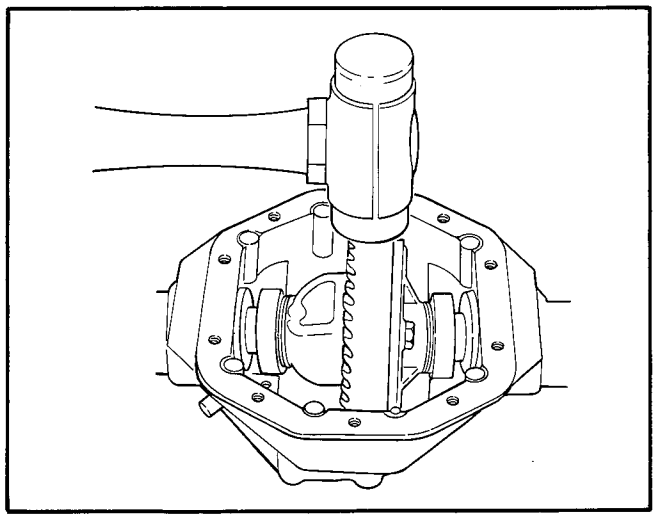

Figure 32 - Installing Differential Assembly
k. Install pinion shaft (21) along with bearing (22), spacer (23), and shims (24) into housing.
l. Install bearing (25), oil slinger (20), oil seal (34), pinion yoke (35), washer (36), and pinion nut (19) on pinion shaft. Tighten pinion nut to 50-75 ft.-lbs. (6.9-10.3 kgm) torque aligning cotter pin hole and nut. Use a 1-1/4 inch offset box wrench to hold the pinion nut and a spline socket to turn pinion shaft.
m. Pinion preload is checked with in.-lbs. torque wrench. Turning torque of pinion shaft should be between 2-13 in.-lbs. Pinion shaft must be vertical for this check. Torque reading to start shaft turning should be disregarded. If torque reading is high, add shims to increase shim pack (24) thickness. If torque reading is low, remove shims to decrease shim pack (24) thickness. Preload shims are available in the following thicknesses: .003 in. (.076 mm), .005 in. (.13 mm), .010 in. (.25 mm), and .030 in. (.76 mm). When turning torque is correct, install cotter pin (37).
n. Install differential case assembly (6) along with bearing cups (7) into housing aligning ring and pinion gears to avoid nicking teeth. Tap ring gear lightly with soft hammer to seal case assembly, in housing, Figure 32.
o. Install bearing caps (5) making sure the letter stamped on them corresponds to the letter on the housing. Install bearing cap bolts (4) and tighten to 35-45 ft.-lbs. (5.5 kgm) torque.
p. Check ring and pinion gear backlash as described in Step f of Disassembly. High backlash is corrected by moving ring gear closer to pinion gear. Low backlash is corrected by moving ring gear away from pinion gear. Backlash adjustment is made by switching shims (11) from one side of differential case to the other.